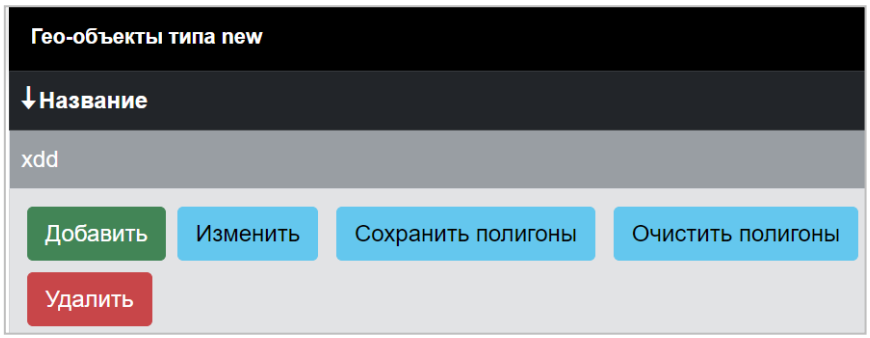
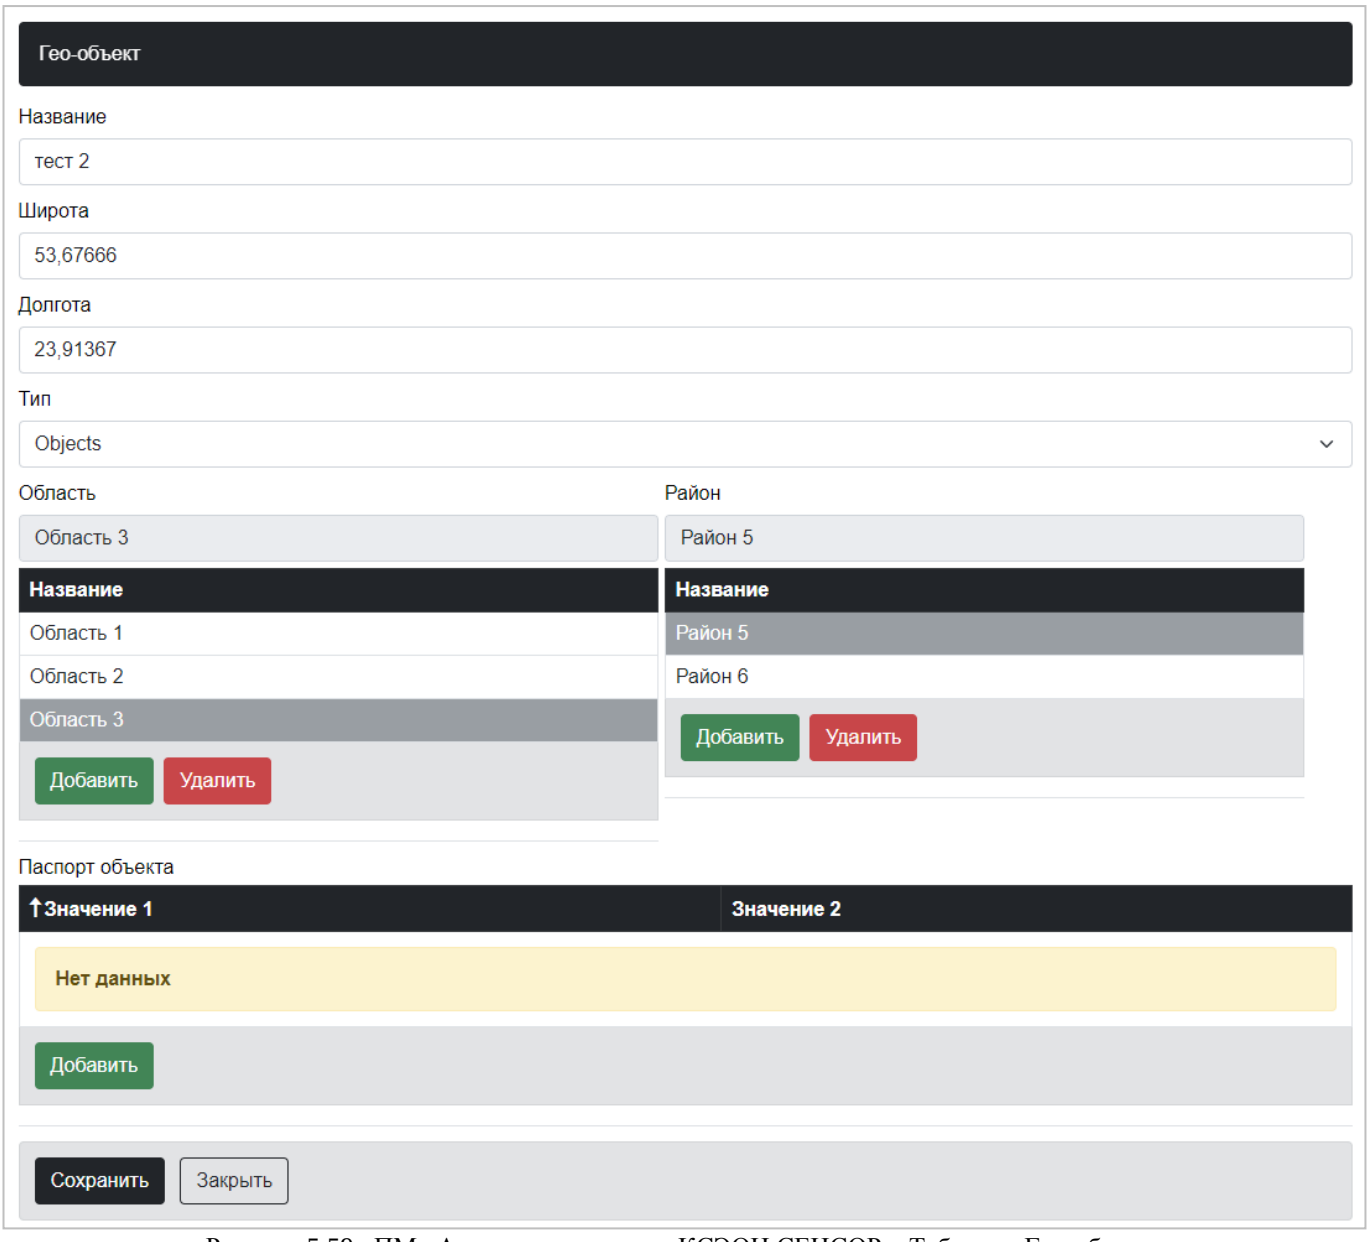
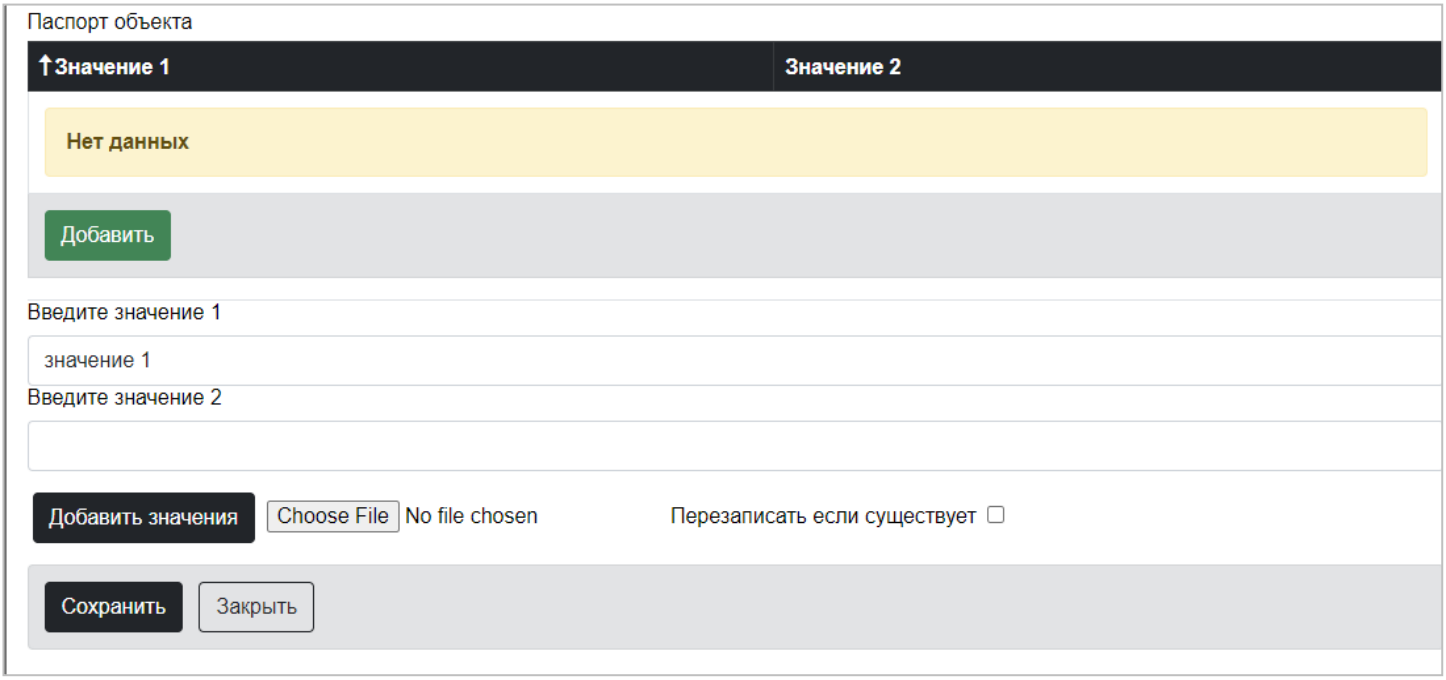

Рисунок 5.58 – ПМ «Администрирование КСЭОН СЕНСОР». Таблица «Гео-объект»
Рисунок 5.59– ПМ «Администрирование КСЭОН СЕНСОР». Таблица «Гео-объект»
Рисунок 5.59.3– ПМ «Администрирование КСЭОН СЕНСОР». Добавление паспорта объекта
1. В выпадающем списке (рисунок 5.58) выберите тип гео-объекта.
2. В таблице «Список гео-объектов» (рисунок 5.58), выберите запись для редактирования, нажмите кнопку <Изменить> – появится окно «Изменение пользователя» (рисунок 5.59).
Для добавления записи в паспорт объекта в таблице паспорт объекта (рисунок 5.59) необходимо нажать кнопку «Добавить». Заполните значение 1 и значение 2 (рисунок 5.59.3). Значение 2 можно заполнять как строкой, так и выбрать файл, который в дальнейшем будет загружен на сервер КСЭОН. Затем нажать кнопку «Добавить значения» и «Сохранить».
В таблице (рисунок 5.58) выберите запись для удаления, нажмите кнопку <Удалить>.